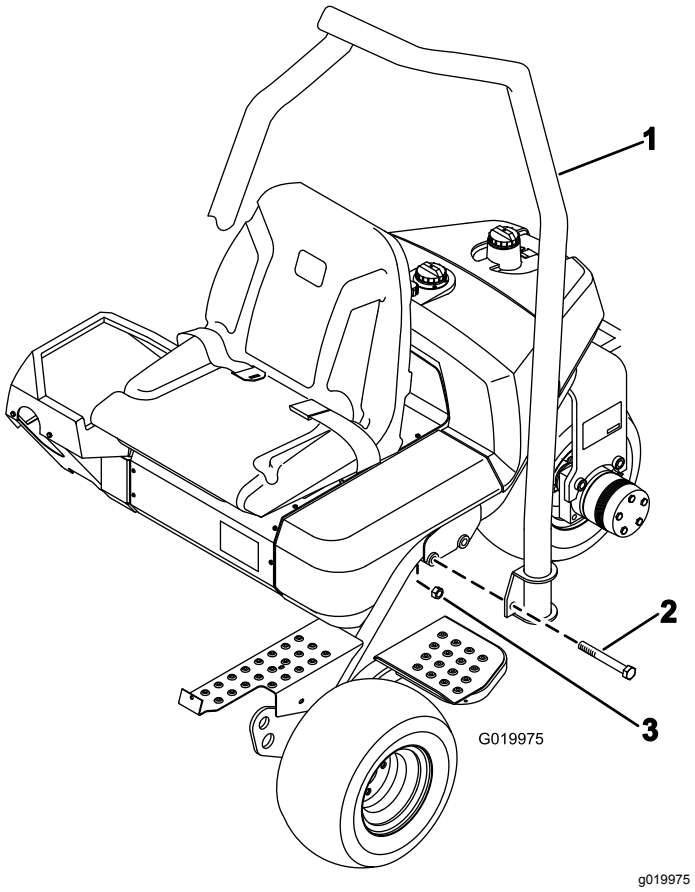

Rysunek 7
1. Ustaw pałąk ROPS tak, aby górna część jego rury była wygięta w kierunku przodu maszyny (Rysunek 7).
2. Opuść konstrukcję ROPS na ramę, ustawiając ją równo z otworami montażowymi (Rysunek 7).
3. Zamocuj każdą stronę pałąka ROPS do ramy używając 2 śrub (5/8 x 4 1/2 cala) i nakrętek zabezpieczających w sposób podany na Rysunek 7. Dokręć z momentem od 183 do 223 N·m.